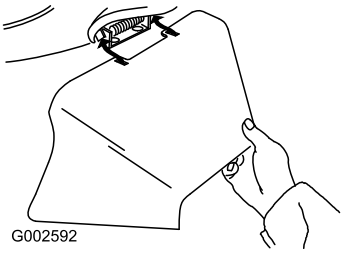

Figuur 28
3. Monteer de zijafvoer en sluit het deurtje op de tunnel (Figuur 28).